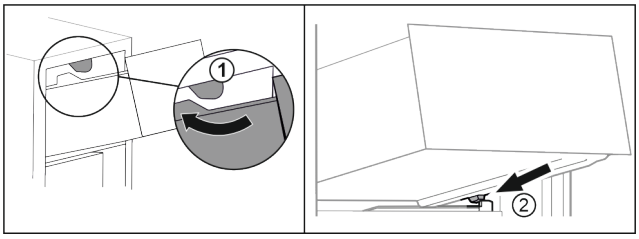

Fig. 133
- ▶ Duceți sertarul în jurul opritoarelor superioare. *Fig. 133 (1)*
- ▶ Așezați sertarul oblic în spatele opritoarelor inferioare pe nervura recipientului. *Fig. 133 (2)*